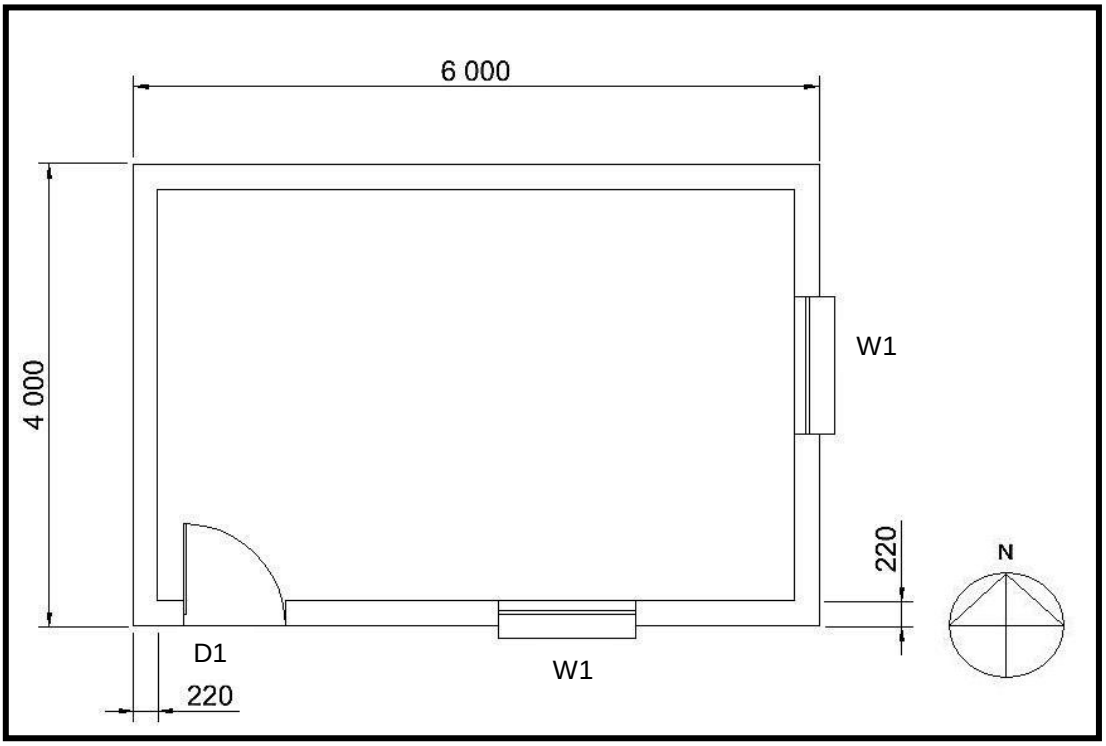

Figure 4.4
4.4 FIGURE 4.4 shows the floor plan of a building with a gable roof. Use the Answer Booklet to answer the following questions: